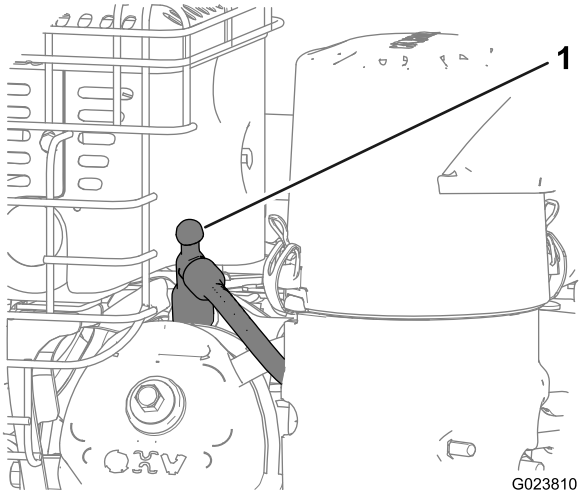

Figura 19
3. Scollegate il cappellotto dalla candela e tenetelo a distanza dalla candela stessa per evitare un avviamento accidentale (Figura 19).